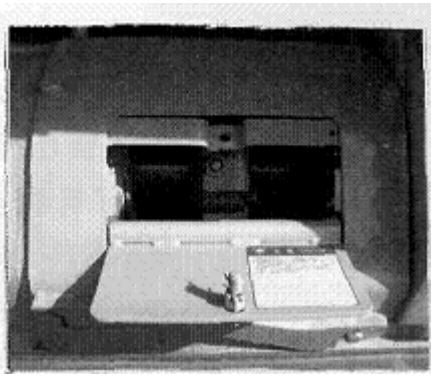

Рис. 5-18
2) регулировочный шток натяжного колеса (2 точки) (Рис. 5-18)